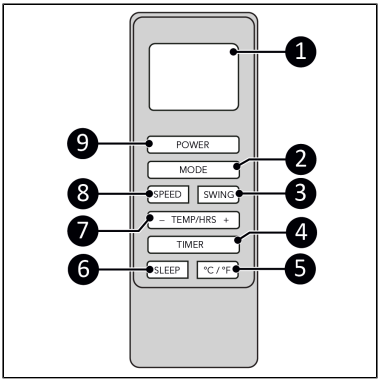

Figure 56.
2. Appuyez sur la touche ON/OFF du panneau de commande (Figure 54, pos. 1) ou de la télécommande (Figure 56, pos. 9). L'appareil démarre en mode ventilateur.
3. Appuyez sur la touche mode de l'appareil (Figure 54, pos. 2) ou de la télécommande (Figure 56, pos. 2) pour sélectionner le mode souhaité. (Le mode chauffage est uniquement disponible sur le Polar 16CH)